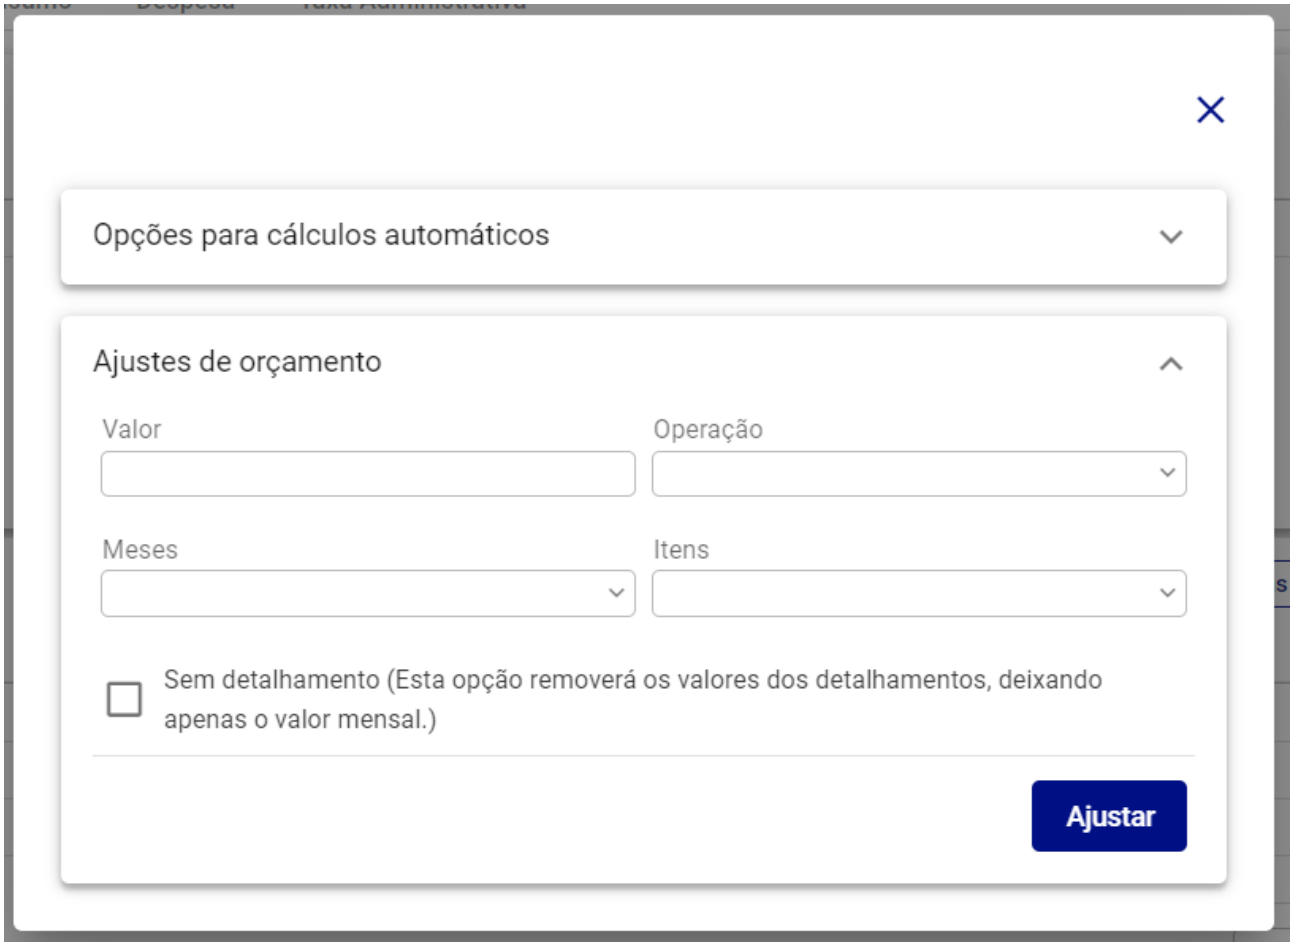

Figura 304: Ajustes de Orçamento
– **Ajustes de Orçamento (Figura 304):** Ferramenta para aplicar alterações em massa nos valores orçados.